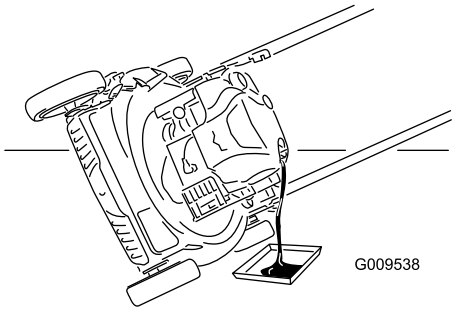

**Figuur 22**
7. Kantel de machine op zijn kant met de vulbuis omlaag om de gebruikte olie langs de vulbuis te laten uitlopen in een bak (Figuur 22).